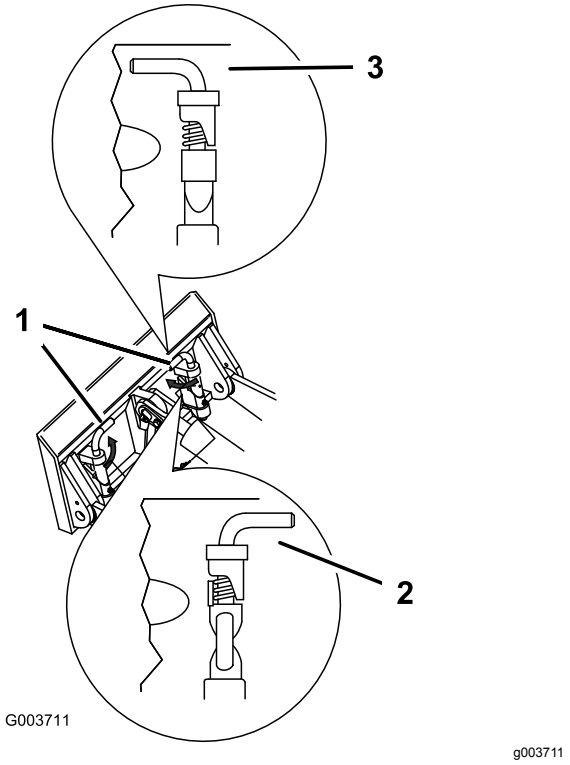

Figuur 33
7. Zet de snelkoppelingspennen vast en zorg ervoor dat deze volledig in de bevestigingsplaten zitten (Figuur 33).